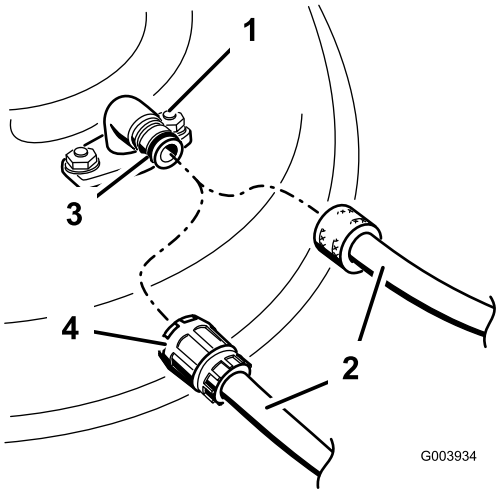

Bild 61
3. Montieren Sie die Schlauchkupplung auf die Kupplung am Mähwerk-Spülanschluss und drehen Sie das Wasser mit starkem Druck auf (Bild 61).